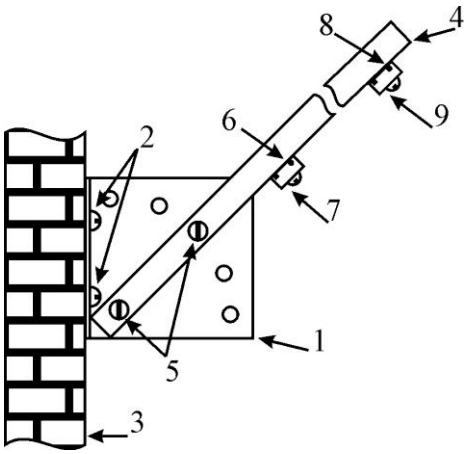

рис. 10.5
10.1.3 Установить кронштейны с диэлектрическими консолями из комплекта монтажных частей (КМЧ2 или КМЧ3) на заграждение с интервалом ~ 3…5 метров. Кронштейны 1 крепить к заграждению 3 с помощью шурупов, болтов или др. крепежных изделий 2 в соответствии с рис. 10.5. Установить на кронштейне 1 диэлектрическую